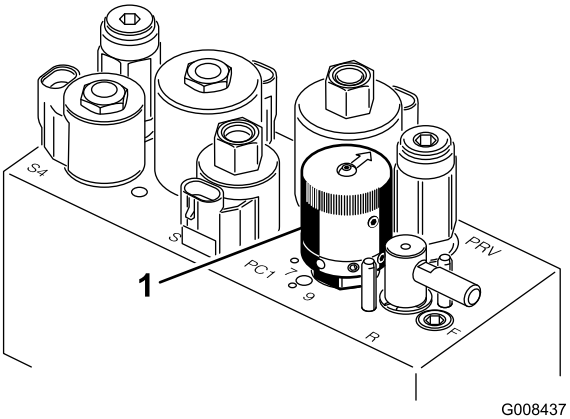

Figur 30
4. For å stille inn spolehastigheten, vri knotten (Figur 30) til indikatorpilene er i linje med antallet som angir ønsket innstilling.